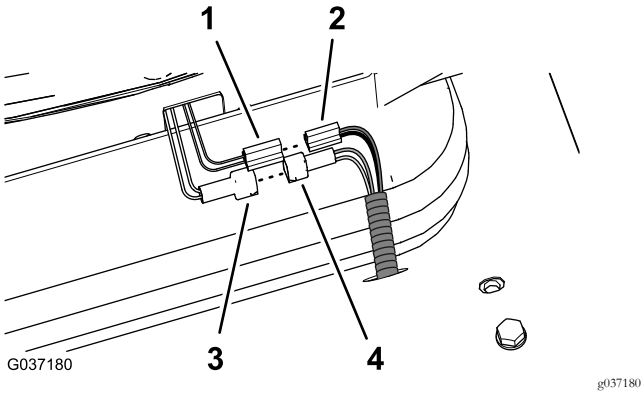
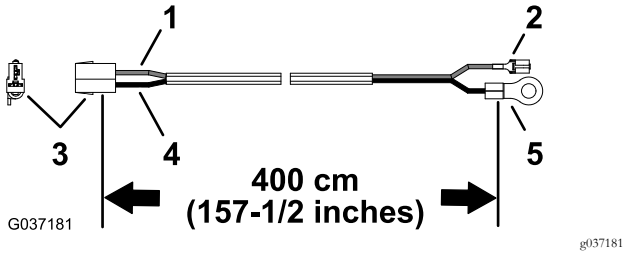

Rysunek 30
Rysunek 31
2. Podłącz złącze czujnika fotela (przewody żółty i szary) do złącza wiązki przewodów maszyny (Rysunek 30).
3. Ułóż wiązkę przewodów 400 cm (z zaciskiem pierścieniowym) w sposób pokazany na Rysunek 31.
5. Podłącz złącze 2-stykowe nożowe fotela z amortyzacją pneumatyczną do złącza 2-stykowego gniazdowego (przewody czarny i czerwony) z zestawu wiązki przewodów 400 cm (Rysunek 30 oraz Rysunek 31).